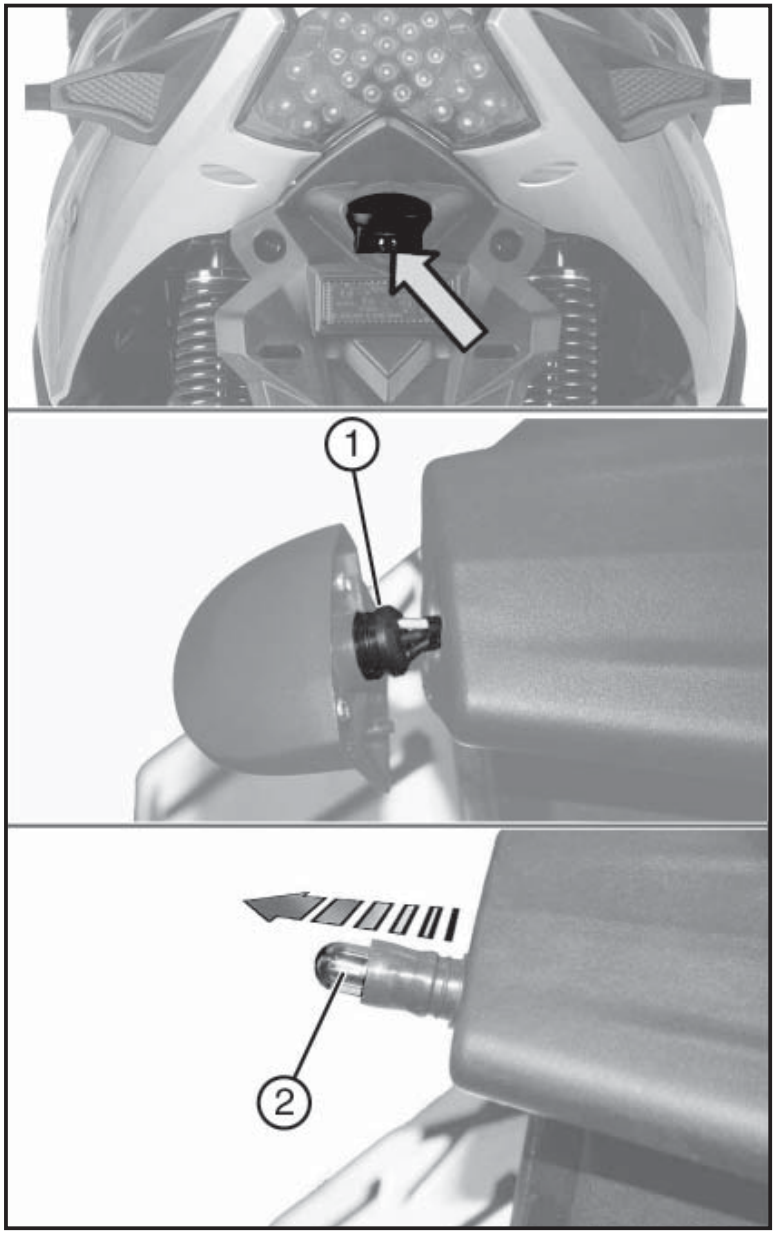

Fig. 01 QSI0071
6.17 LUCE PORTATARGA (Fig. 01)